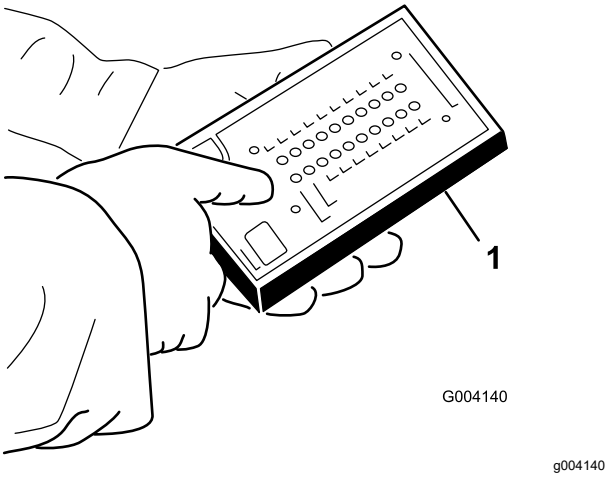

Figur 42
5. Anslut diagnosinstrumentets kontakt till ledningsnätets kontakt (Figur 42).